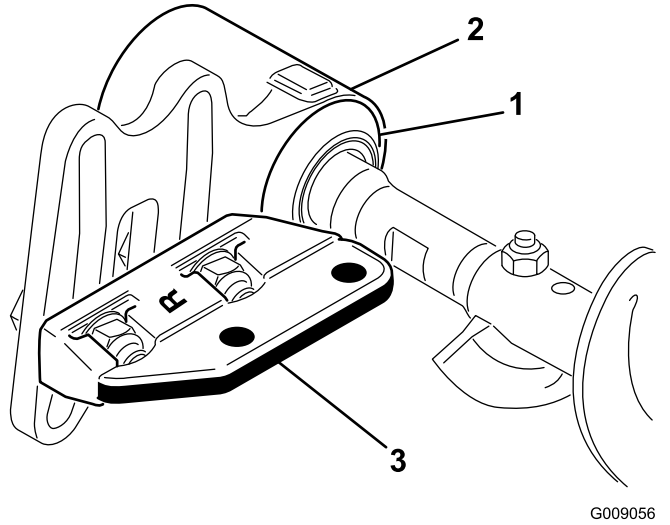

Figur 10
9. Før hver pakning utover til kantforseglingene er i lett kontakt med hvert lagerhus (Figur 10).